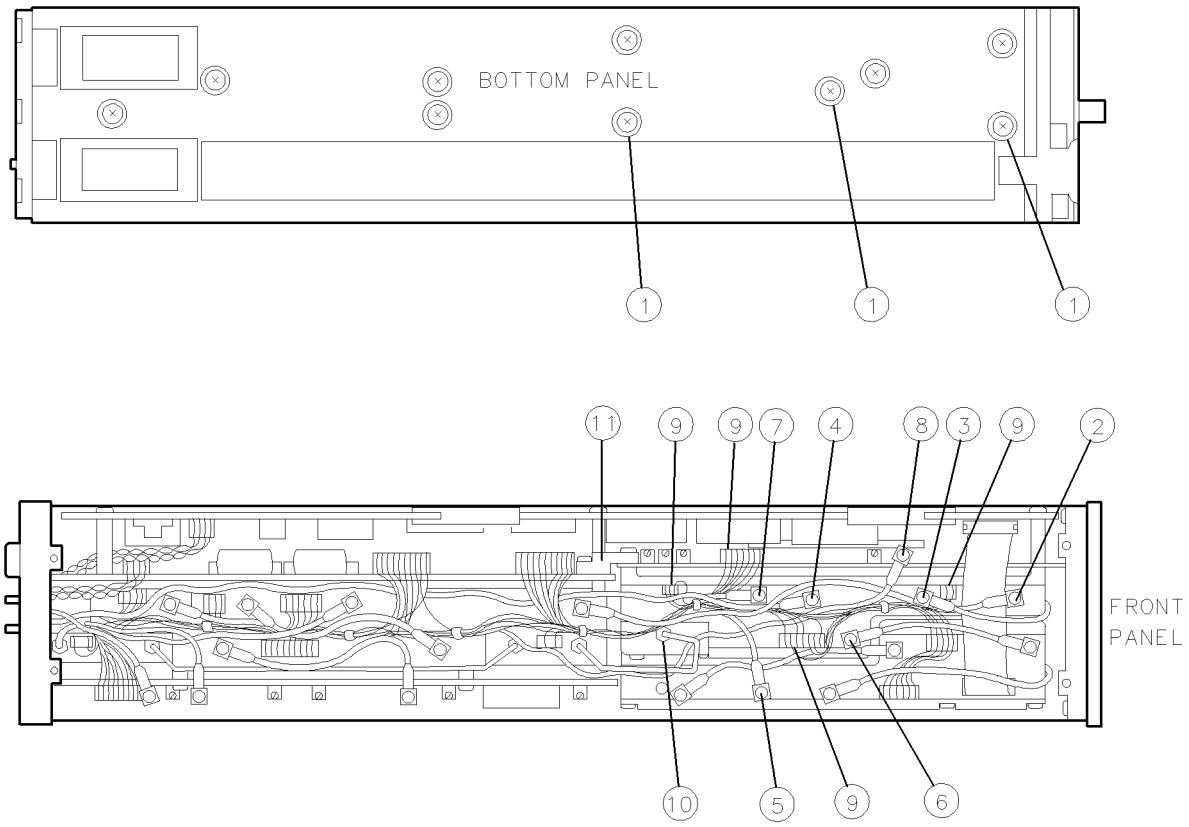

Figure 9-4. A4 Idler Phase-Lock Loop Removal/Replacement
2. Remove three screws ① while the module rests on its left side. See Figure 9-4.
3. Disconnect W2 ②, W13 ③, W7 ④, W3 ⑤, W1 ⑥, and W8 ⑦ from the A4 idler phase-lock loop. Disconnect W6 ⑧ from the A2 video processor.
4. Disconnect the three A11 wiring harness wire harness connectors ⑨.
5. Remove semirigid cable W17 ①⓪.
6. Remove the front screw from A2 video processor/A3 power supply bracket ①①. Loosen the bracket's back screw.